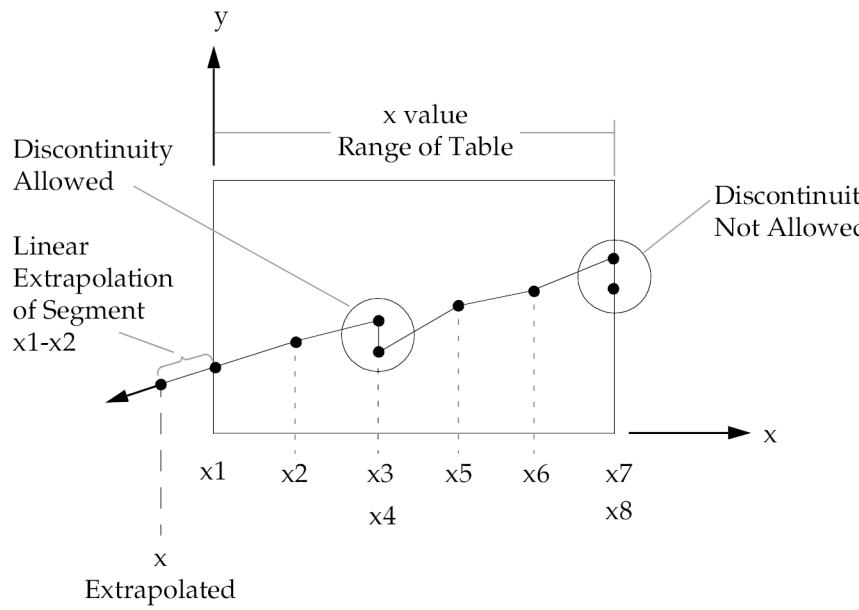

Figure 18-7. Example of Table Extrapolation and Discontinuity
2. Discontinuities may be specified between any two points except the two starting points or two end points. For example, in Figure 18-7 discontinuities are allowed only between points x2 through x7.
If y is evaluated at a discontinuity, then the average value of y is used. For example, the value of y at x3 = (x – X1) / X2 in Figure 18-7 is: